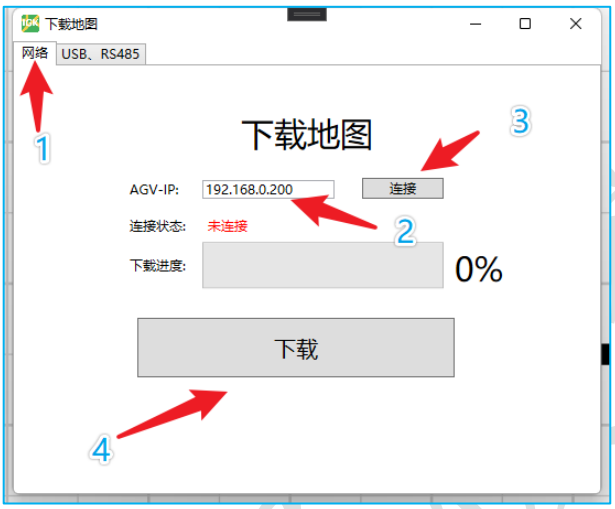

图 4-10 WIFI 下载方式
如“图 4-10”按照步骤执行：
2. USB 下载方式只需要用一根 USB-TypeC 数据线连接至“控制主板”的 TypeC 接口；RS485 下载需要用一个**“USB 转 485 工具”**连接到 AGV 控制器的 RS485-3【第三方接口】或者 RS485-4【触摸屏接口】；然后输入在“图 4-10”中 2 号红色箭头指示处选择对应的串口号；